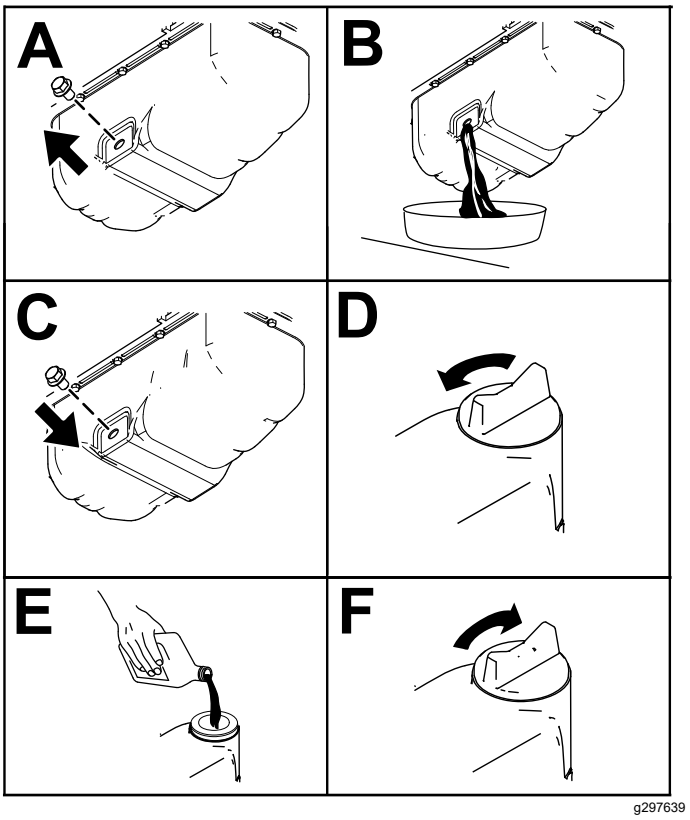

Figuur 50
3. Ervers de motorolie zoals wordt getoond in Figuur 50.